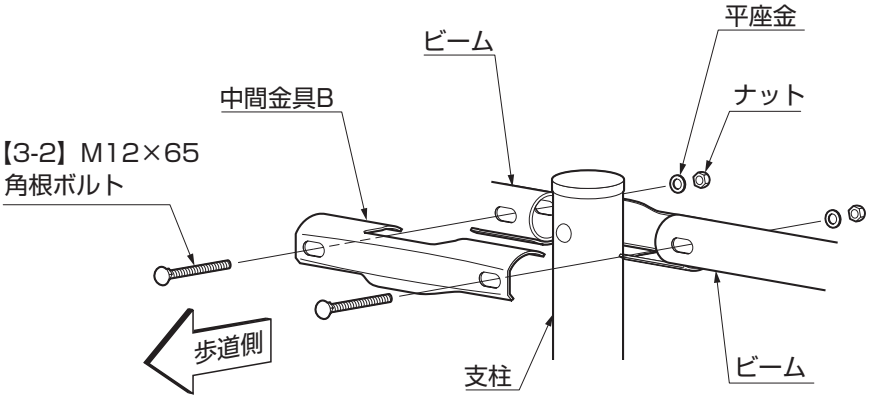

図2-2
②ビームを中間金具Aにのせてください。（図2-2参照）
③中間金具Bをビームに、【3-2】で固定してください。（図2-2参照）